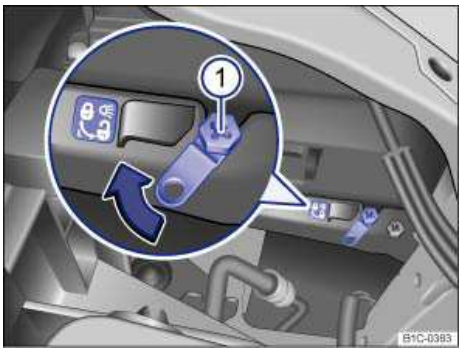

Fig. 178 In the engine compartment: Release lever for the left headlight.
5.	Turn the screwdriver about 50° in the direction of the wsymbol ⇒ fig. 178 (in the direction of the arrow), until you hear a “click” (turn clockwise for the left headlight; turn counterclockwise for the right headlight).